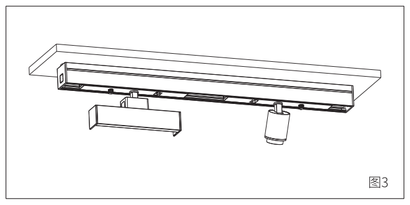

图3
2、灯具模组安装方法：确定灯具模组要安装的位置后，把模组往导轨的槽里推进，听到“咔嚓”声音，即是完成安装。如图3;